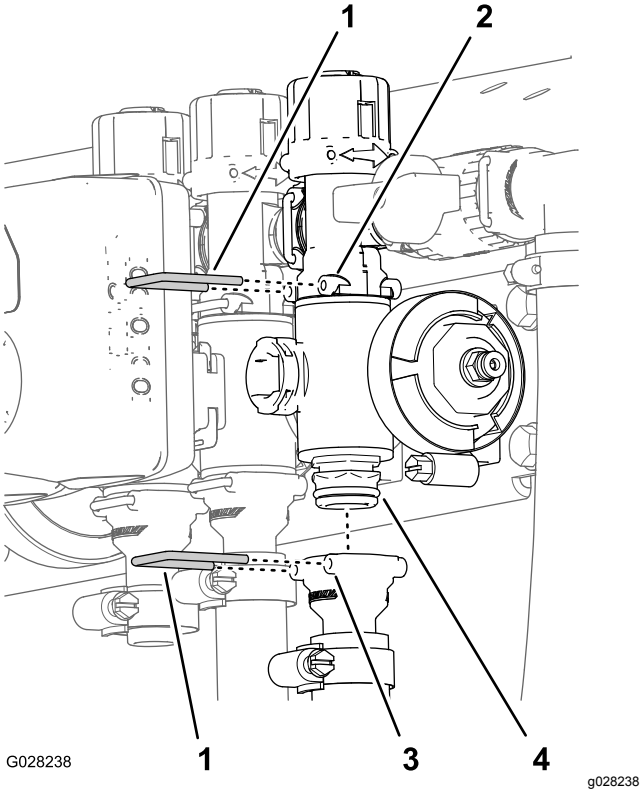

Figur 117
2. Fjern holderne som fester utgangsnippelen til seksjonsventilmanifoldet og ventilmanifoldet til omløpskoblingen (Figur 117).